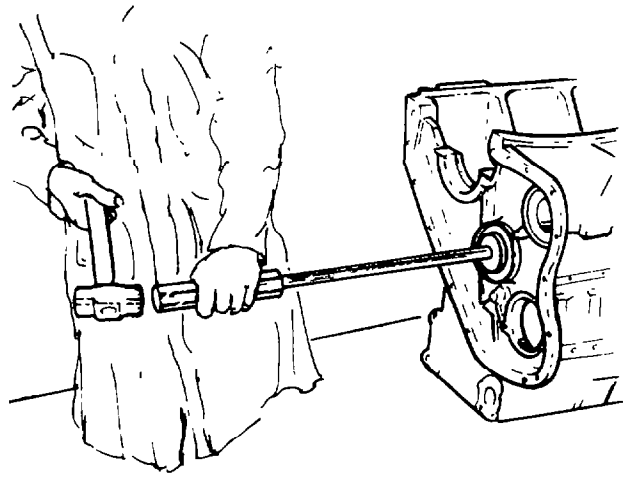

Fig. 61 — Installing Camshaft Bearings
b. Use tool J-21428-01 to install the new camshaft bearings in the block (see fig. 61); after the bearings are in place measure the I.D. of the bearings to ensure that they are not undersize due to burrs on the O.D. caused by installation.